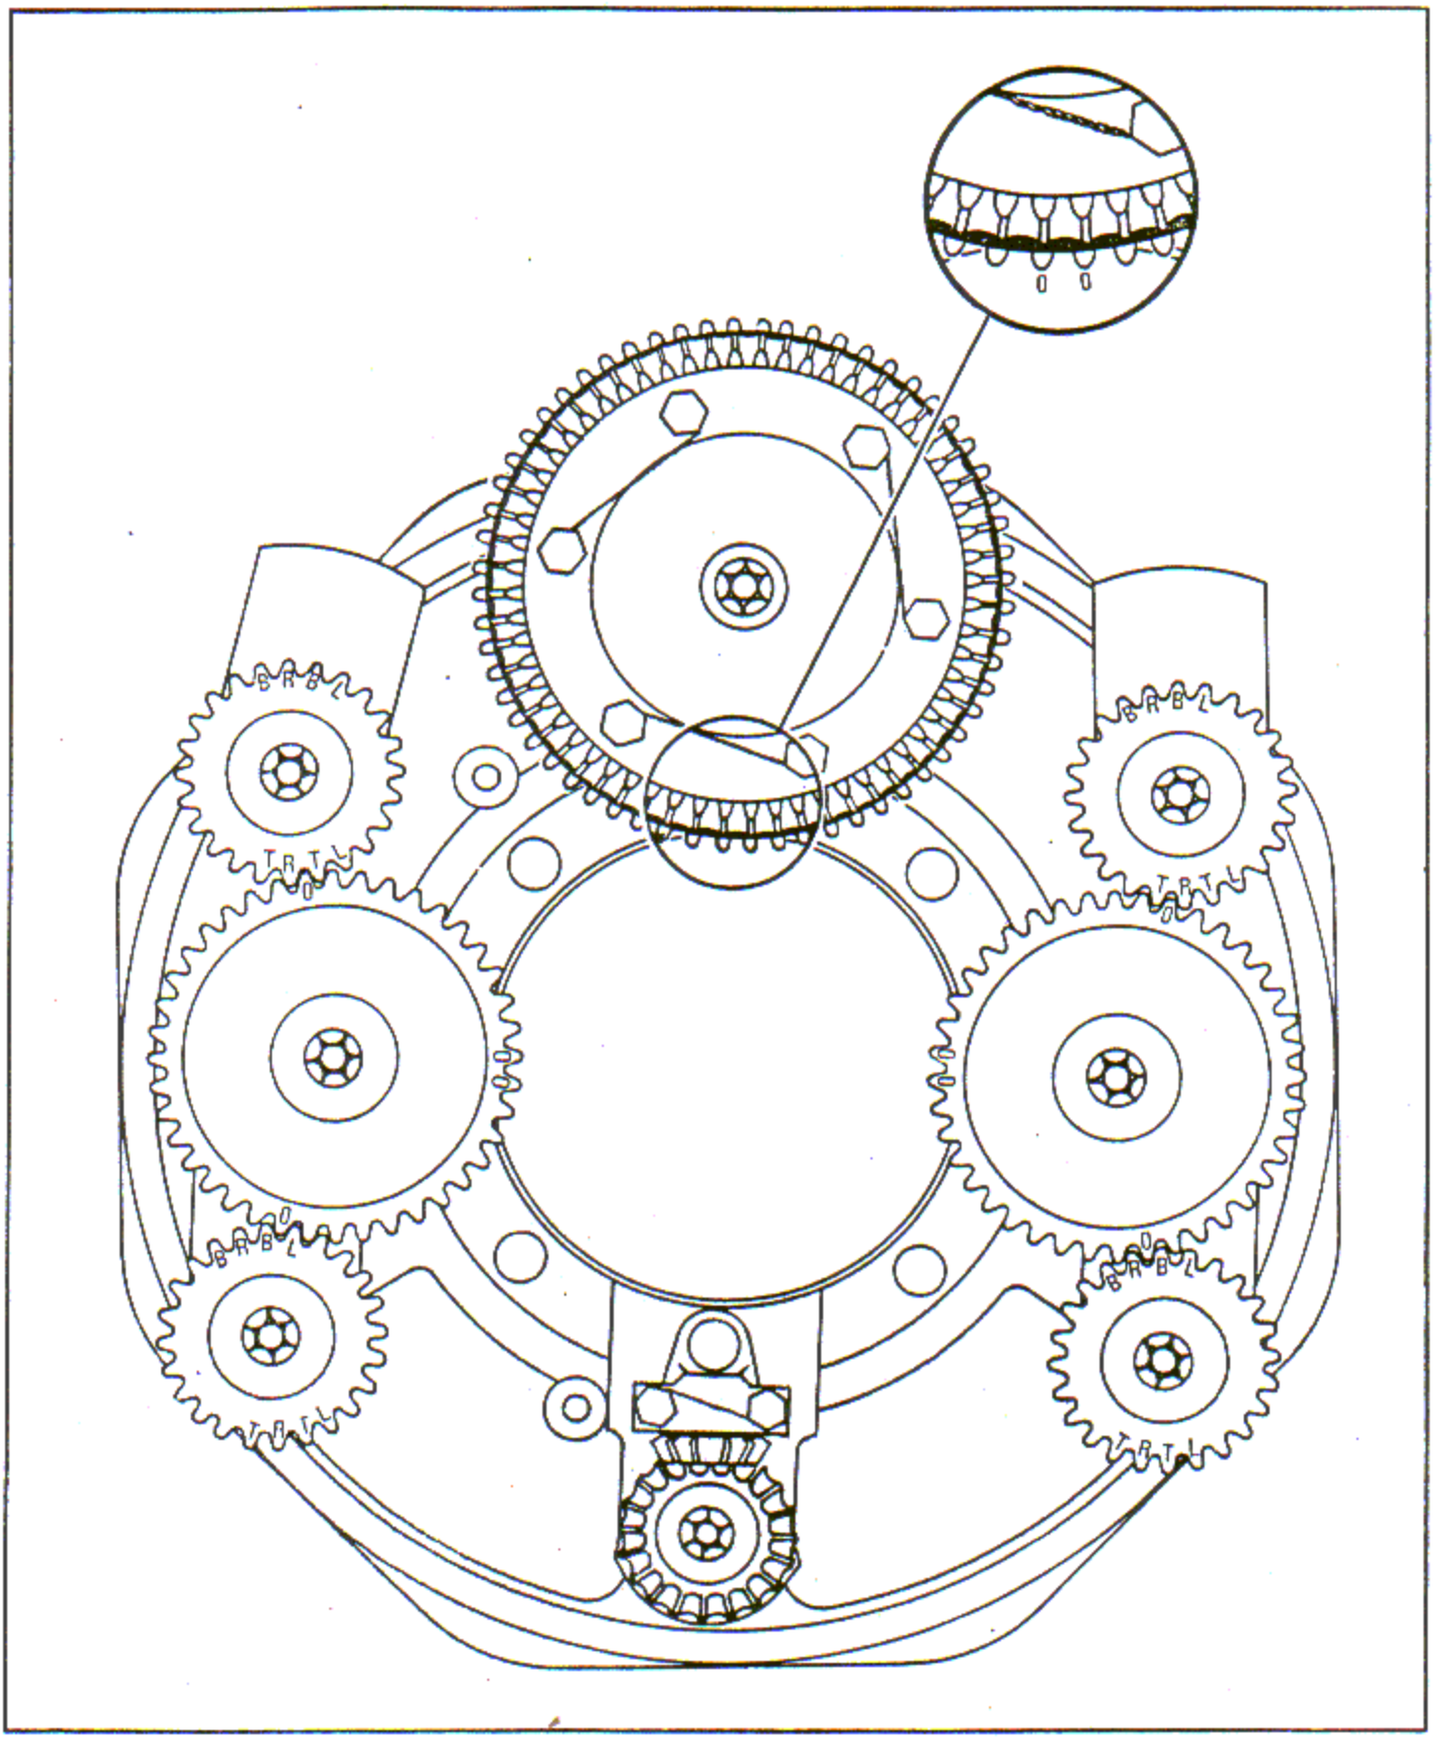

Figure 7-23. Cam and Second Order Balanceweight Mechanism Correctly Timed (R1820-80 Series)
k. Position the balanceweight gears and intermediate drive gears as shown in figure 7-23.